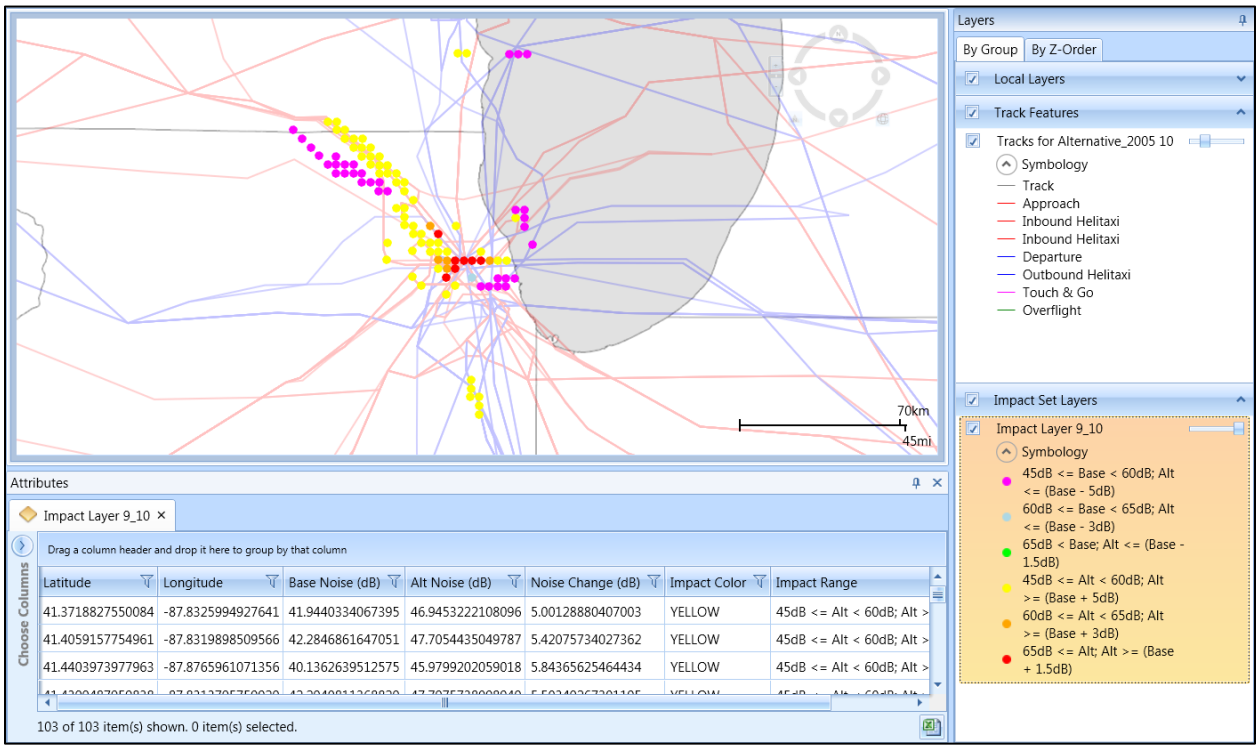

Figure 5-32 Sample Impact Set Layer with Attributes – shown with Tracks
3. The impact set layer is displayed on the map (Figure 5-32) and in the *Layers* manager.
The following attributes are available for impact set layers: latitude, longitude, base noise, alternative noise, change in noise, impact color, and impact range (Figure 5-32). See Appendix B.3 for descriptions of the attributes.